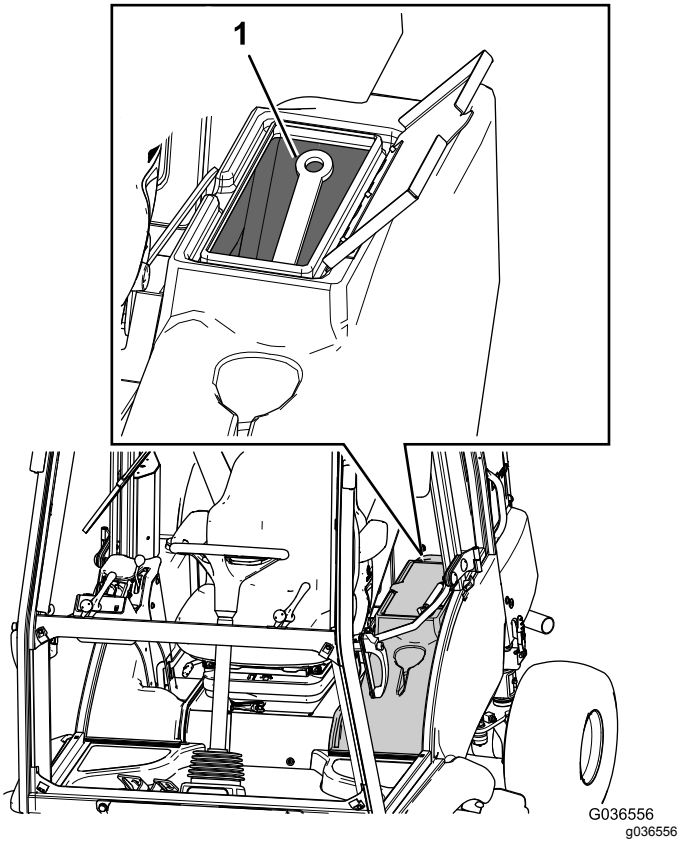

Figure 21
C. Place the safety support bracket in the storage pod (Figure 21).